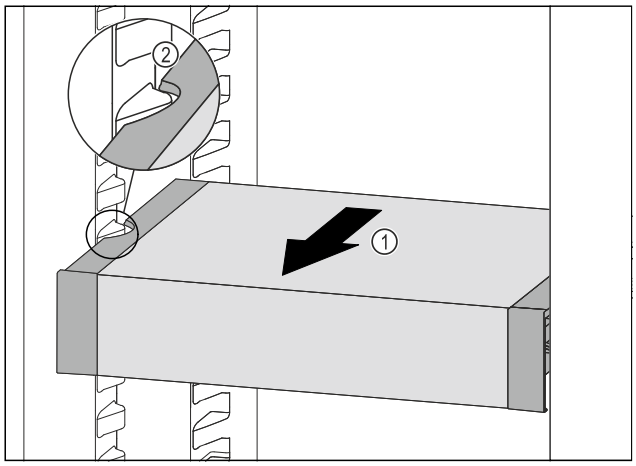

Fig. 117
▶ Pavelciet VarioSafe uz priekšu *Fig. 117 (1)*, līdz VarioSafe sānu padziļinājumi ledusskapja nodalījumā atrodas tvertnes ribas augstumā. *Fig. 117 (2)*